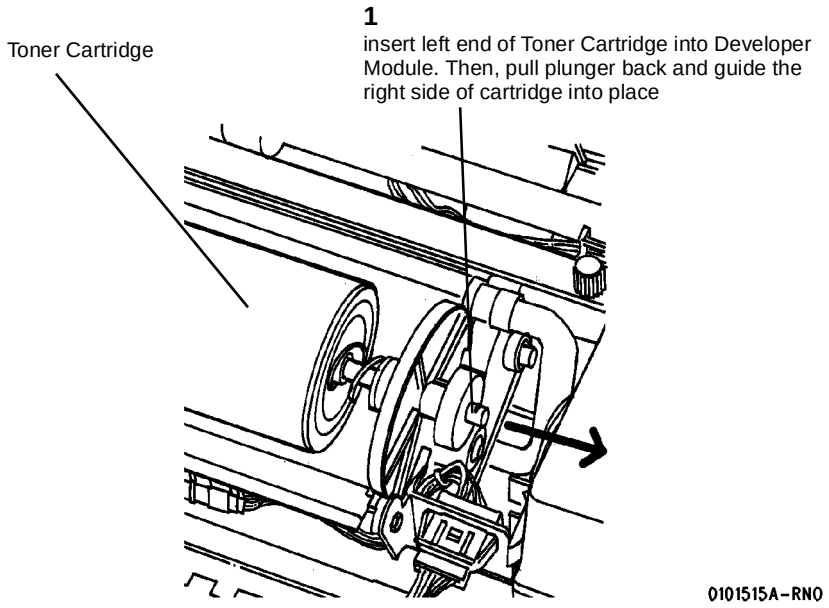

**Figure 15 Reinstalling the Toner Cartridge**
22. (Figure 15 ): Reinstall the Toner Cartridge.